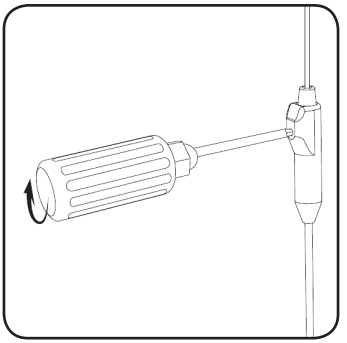

Afbeelding 19. De lead vastzetten door de stelschroef rechtsom te draaien op de retentiemof.
5. Steek de torsiesleutel volledig in het gat van het connectorblok van de percutane verlengkabel. Draai de stelschroef vast door de torsiesleutel rechtsom te draaien tot u een klik hoort (**afbeelding 19**).